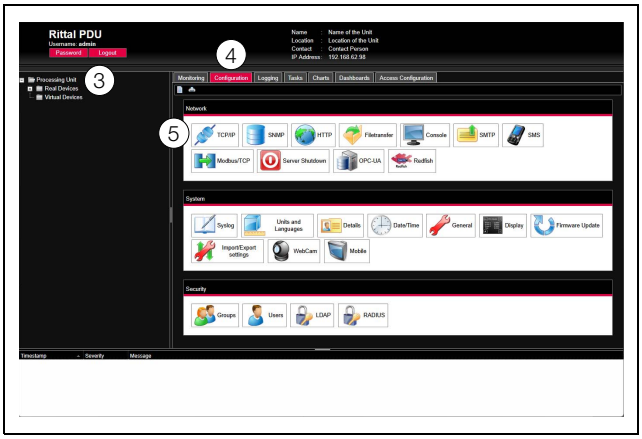

Fig. 36: Customise the TCP/IP settings
- In the left-hand section of the overview window (navigation area), click the **Processing Unit** entry (fig. 36, item 3), and in the right-hand section (configuration area), click the **Configuration** tab (fig. 36, item 4).
- Click the **TCP/IP** button in the **Network** group box (fig. 36, item 5).